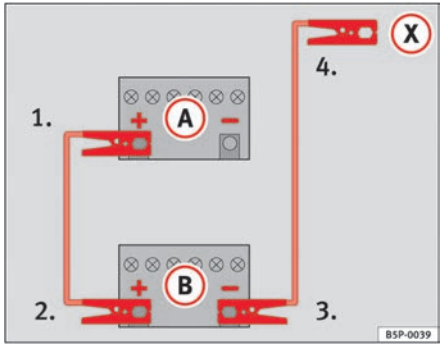

Fig. 163 How to connect the jump leads
In ⇒ fig. 163 (A) the flat battery is represented and in (B) the charged battery is represented.
1. Connect one end of the red jump lead to the positive ⇒ fig. 163 (+) terminal of the vehicle with the flat battery ⇒ ⚠.
4. Connect the other end of the black jump lead (X) to a solid metal component which is bolted on to the engine block, or onto the engine block itself of the vehicle with the flat battery. Do not connect it to a point near the battery ⇒ ⚠.